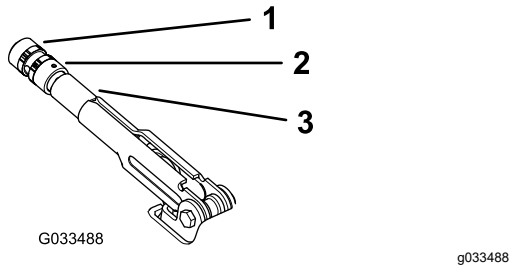

Bild 57
2. Lösen Sie die Stellschraube, mit der das Handrad am Feststellbremshebel befestigt ist (Bild 57).
3. Drehen Sie das Handrad (Bild 57), bis eine Kraft von 20 kg bis 22 kg erforderlich ist, um den Hebel zu betätigen.
4. Ziehen Sie die Stellschraube fest (Bild 57).